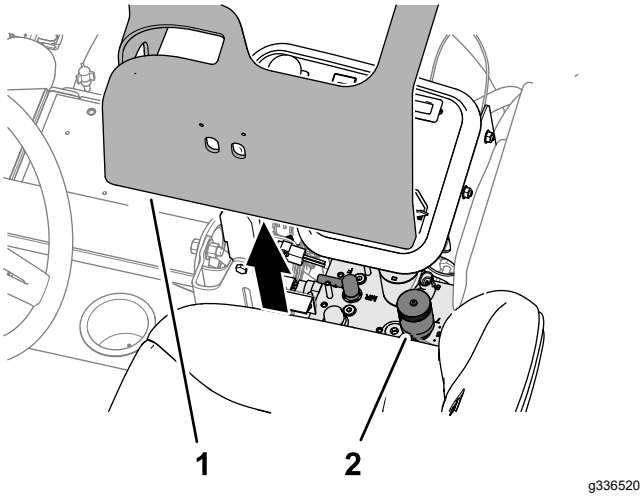

**Figur 48**
2. Lyft upp kåpan från reglagearmen (Figur 48).